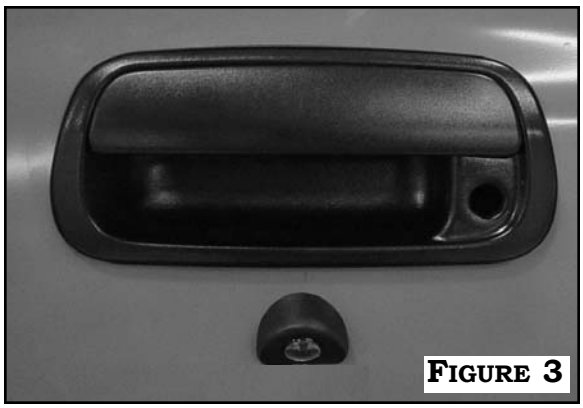

Figure 3
8. See **Form #5086** for Conversion of shroud for shown drill mount. **See Figure 3**